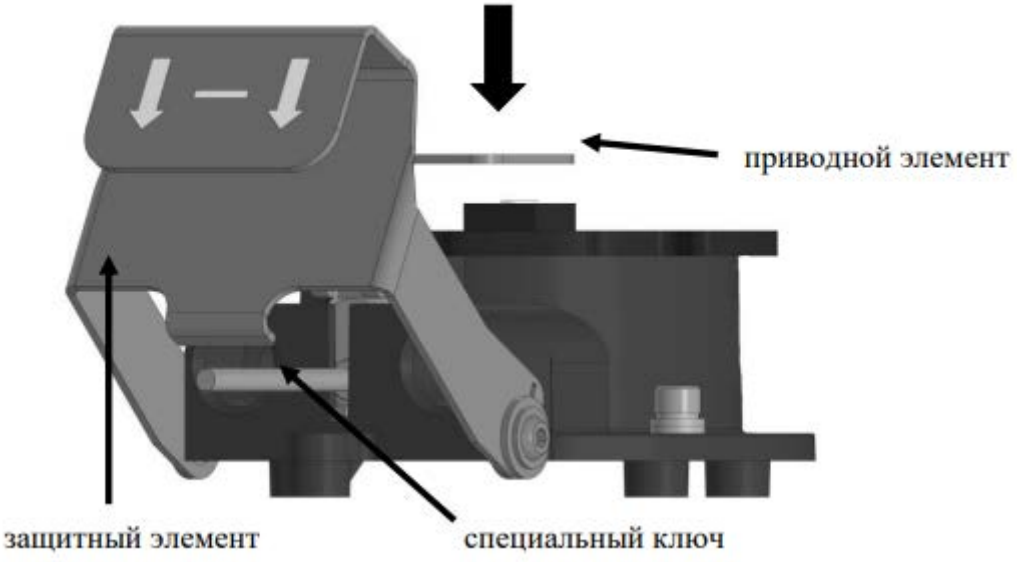

Рисунок 2 – Внешний вид УДП со специальным инструментом (ключом)
- вставить специальный ключ в отверстие приводного элемента и ввернуть по резьбе на 3-4 оборота по часовой стрелке (см. рисунок 2);